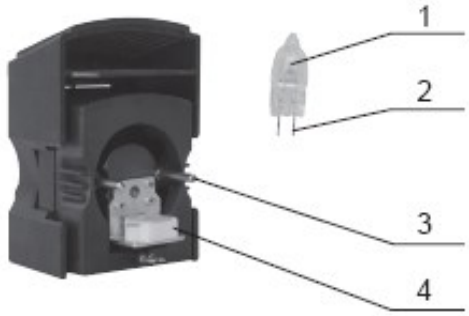

Figure 5. Bulb replacement
2. Firmly grasp bulb (1) with a piece of gauze or other protective material. Insert bulb pins into pin holes (4) on the lamp house (Figure 5). Be sure bulb is inserted completely into socket.